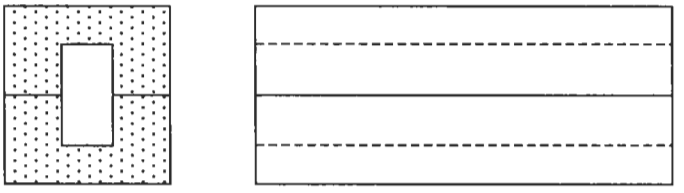

Figure 4
4. Spread a thin layer of glue on the mating surfaces of one piece. Clamp the section using C-clamps, making certain the sections are lined up. You need only slight pressure. Wipe off any excess glue. Let the glue dry overnight before removing the clamps. (See figure 4.)